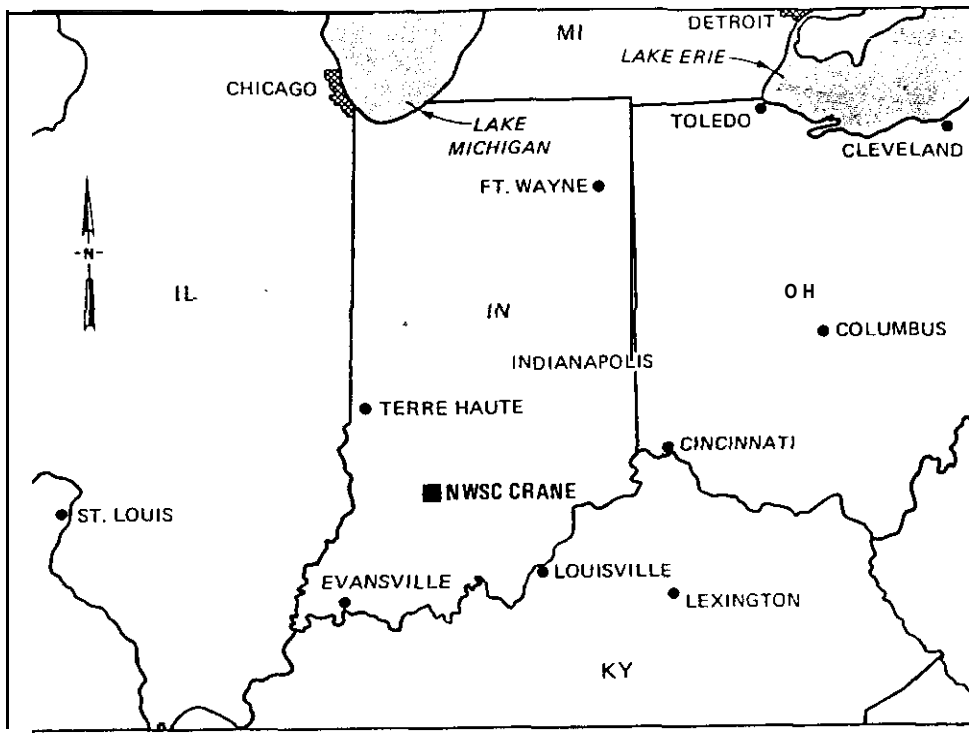
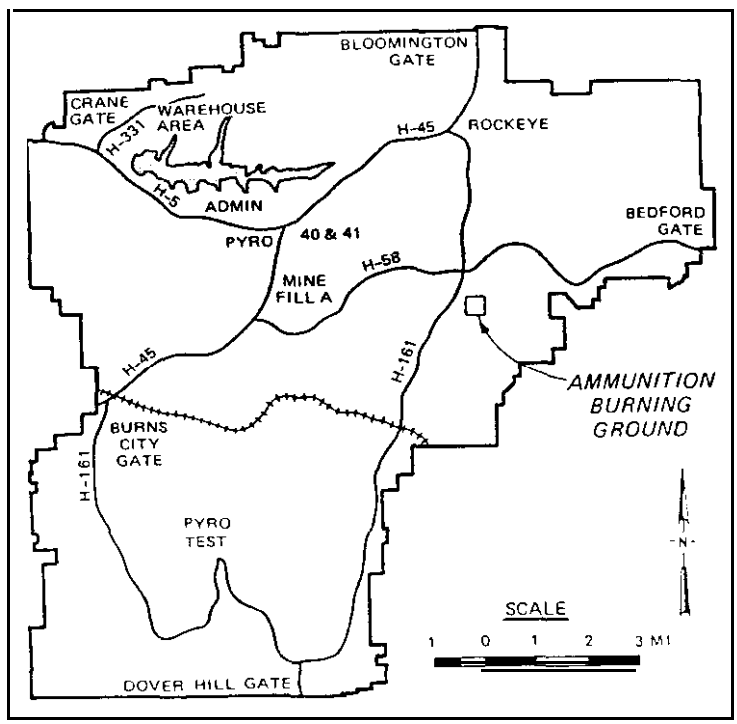

Figure 1. Location of Crane Naval Weapons Support Center (Chesapeake Division Naval Facilities Engineering Command 1979)
Figure 2. Location of Ammunition Burning Ground, NWSC, Crane
5. The NWSC, Crane, is located in southwest Indiana approximately 75 miles* southwest of Indianapolis and 71 miles northwest of Louisville, Kentucky (Figure 1). The NWSC occupies 62,463 acres (approximately 100 square miles) of the northern portion of Martin County and small portions of neighboring Greene, Daviess, and Lawrence Counties. Surrounding towns that are within 30 min or less driving time from the NWSC include Bloomington, Bedford, Bloomfield, and Washington. The ABG study area lies in the eastern part of the NWSC (Figure 2) and consists of about 50 acres.